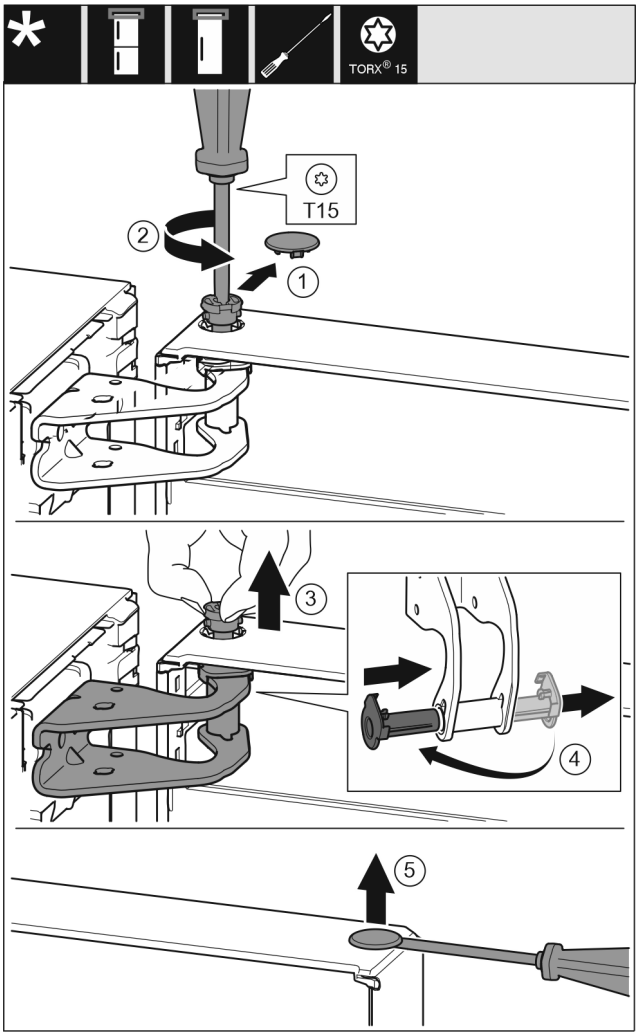

Fig. 9
- ▶ Carefully remove the protective cover. *Fig. 9 (1)*
- ▶ Undo the bolt a little with a T15 screwdriver. *Fig. 9 (2)*
- ▶ Hold the door and remove the bolts with your fingers. *Fig. 9 (3)*
- ▶ Pull the bearing bush out of the guide. Insert from the other side and latch into place. *Fig. 9 (4)*
- ▶ Carefully lift the plugs out of the door bearing bush with a slotted screwdriver and pull them out. *Fig. 9 (5)*